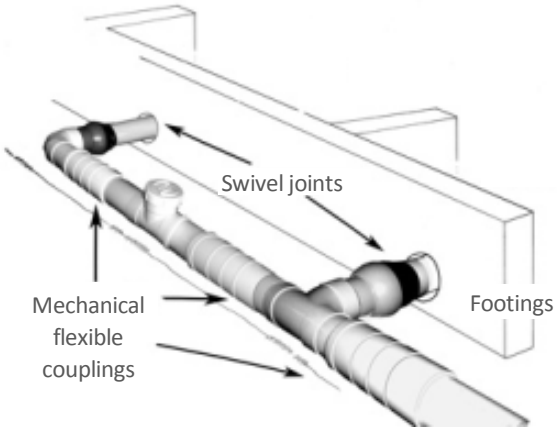

**FIGURE 7**
- In sites with highly or extremely reactive soil, *AS 2870 – Residential slabs and footings* requires mechanical flexible couplings for sub-surface drainage pipes and for above-ground connections from the downpipe to the stormwater and sewerage drains (Figure 7). These allow for the movement of the soil and minimise the risk of pipe joints breaking and leaking.